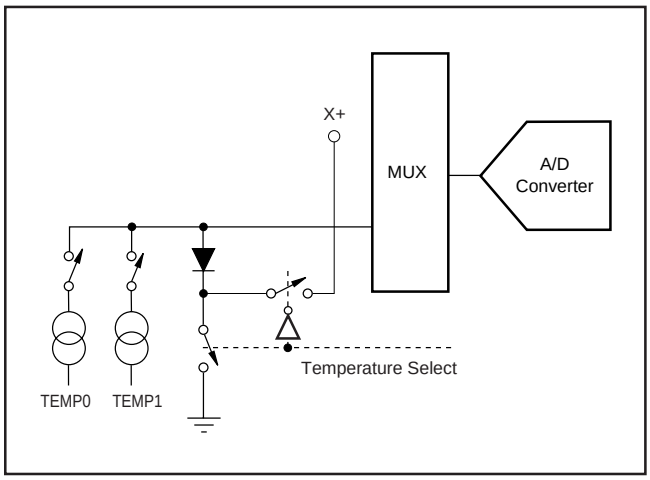

FIGURE 6. Functional Block Diagram of Temperature Measurement Mode.
The first mode requires calibrations at a known temperature, but only requires a single reading to predict the ambient temperature. A diode is used during this measurement cycle. The voltage across the diode is connected through the MUX for digitizing the diode forward bias voltage by the A/D converter with an address of C3 = 0, C2 = 0, C1 = 0, and C0 = 0 (see Table I and Figure 6 for details). This voltage is typically 600mV at +25°C, with a 20µA current through it. The absolute value of this diode voltage can vary a few millivolts; the Temperature Coefficient (TC) of this voltage is very consistent at –2.1mV/°C. During the final test of the end product, the diode voltage would be stored at a known room temperature, in memory, for calibration purposes by the user. The result is an equivalent temperature measurement resolution of 0.3°C/LSB.